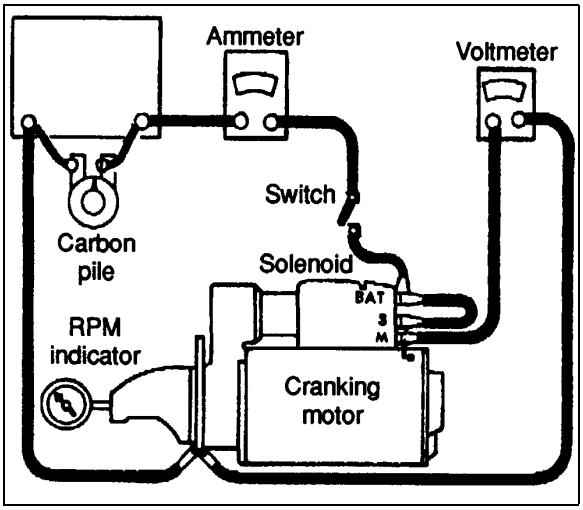

FIGURE 33: STARTING MOTOR TEST CONNECTIONS
Before disassembly of the starting motor, the following check of starting motor operation should be done to determinate any condition that may require special attention during overhaul. Make test connections to the starting motor as in figure 33.
Connect the starting motor in series with fully charged batteries to give 24 volts, an ammeter capable of reading several hundred amperes and a variable resistance. Also connect a voltmeter as illustrated in figure 33 from the solenoid motor (M) terminal to the starter frame. A rpm indicator is necessary to measure armature speed. Proper voltage can be obtained by varying the resistance unit.